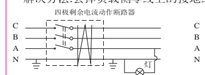

图31 错误接线
10.3.2 如果负载侧的零线重复接地，当发生漏电故障时，漏电电流有一部分经零线接地点分流，结果使电流差值变小，此值小于整定动作电流时，就会拒动(见图31)。